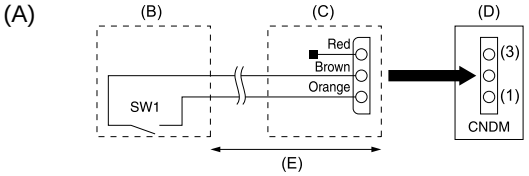

Fig. 9-1
9.1. Lärmschutzmodus (Änderung vor Ort) (Fig. 9-1)